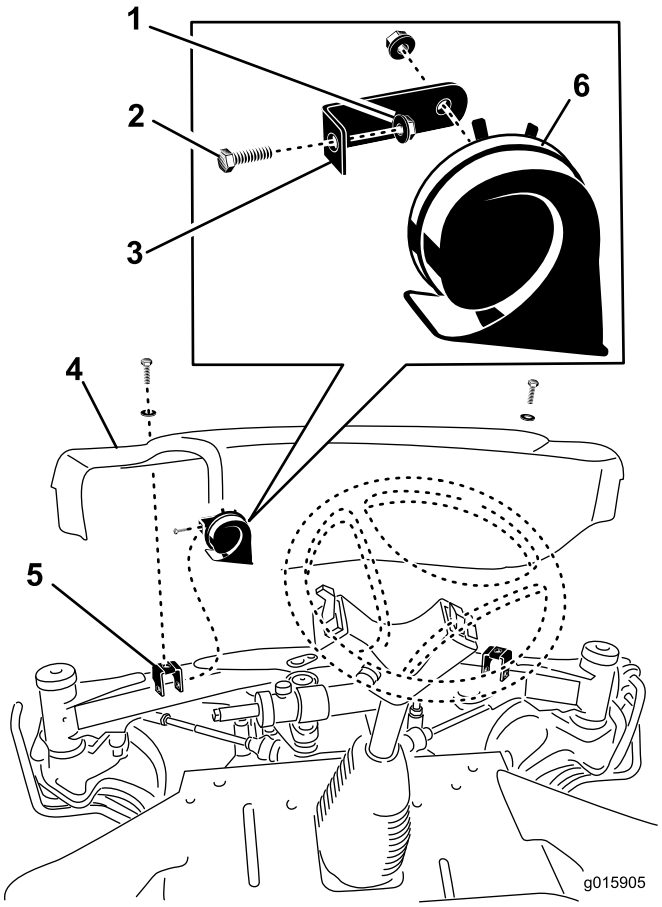

Figura 7
1. Retire os (2) parafusos e anilhas que prendem a cobertura frontal aos suportes do eixo frontal (Figura 7). Retire a cobertura frontal.
2. Monte o suporte da buzina no suporte de montagem da cobertura esquerda com o parafuso de 5/16 x 3/4 pol. e porca flangeada 5/16 pol. (Figura 7).
4. Depois de a cablagem estar ligada à buzina, monte a cobertura frontal no eixo frontal com os (2) parafusos previamente removidos.